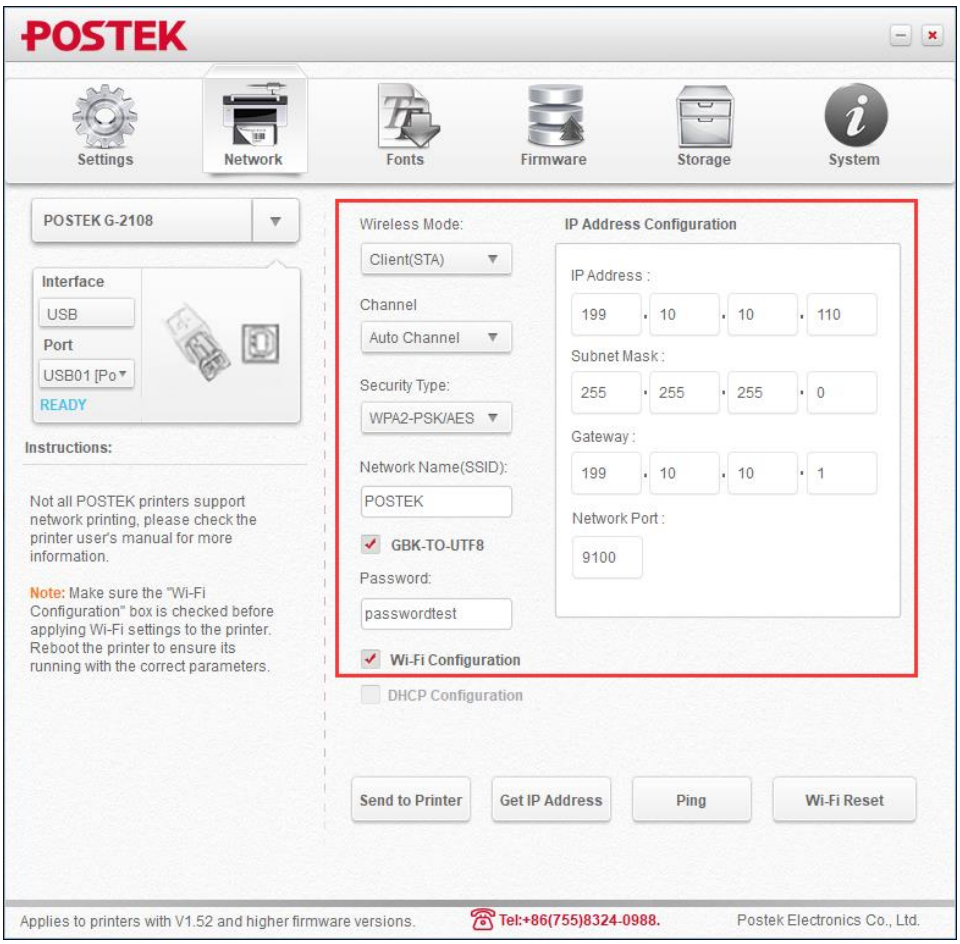

Figure 2-28 Wireless Network Configuration
4. Enter the wireless mode, channel, security type, network name (SSID), password and IP address, then click "Wi-Fi Configuration", as shown in Figure 2-28.